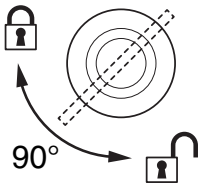

Figure 5: Verrouillage des inserts à quart de tour
3. Voir Figure 5. Tournez les leviers des inserts à quart de tour de 90º dans le sens horaire pour verrouiller.